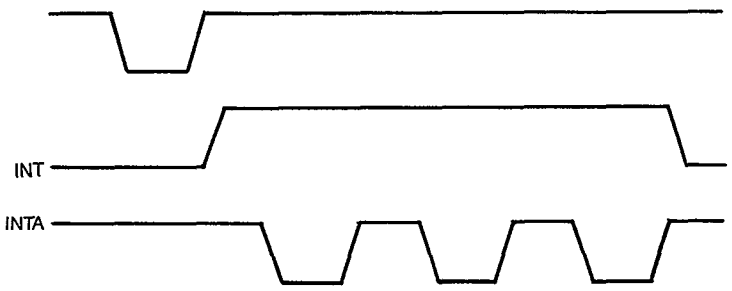

Figure 2-15, Interrupt (Z8) timing
2.5.2.5 Interrupt sequence. The steps below outline the sequence followed when an interrupt is issued. Figure 2-15 illustrates this process.